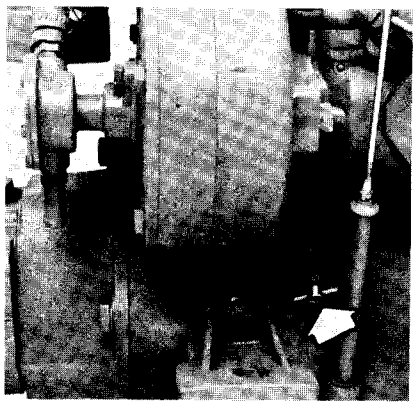

Fig. 25. Avtappningskran för kylvatten
a. Tappa av allt kylvattnet från motor och avgasrör genom att öppna avtappningskranen på styrbordssidan, se fig. 25. Stäng därefter kranen.
f. Tappa av allt kylvatten från motorn genom att öppna avtappningskranen, se fig. 25. **OBS! Rostskyddsblandningen ger ej något frysskydd för motorn.** Är motorn försedd med våt avgasledning skall även denna dräneras på vatten.